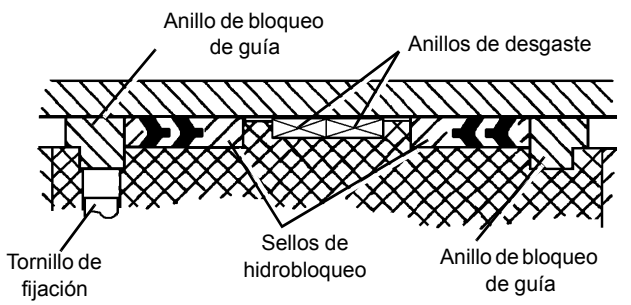

FIGURA 2-45
9. Instale los anillos de bloqueo de guía, los conjuntos de sello de hidrobloqueo y los anillos de desgaste en la parte exterior del émbolo (Figura 2-45).